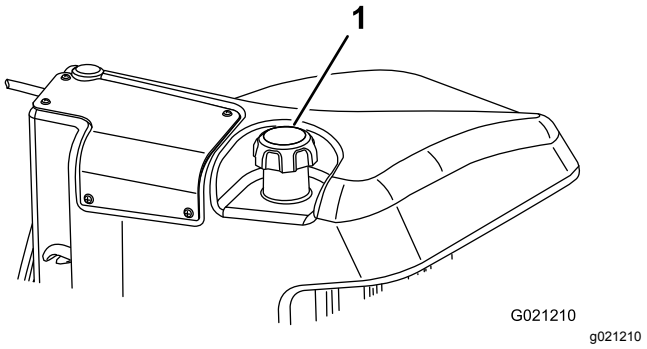

Figura 29
3. Retire a tampa do depósito de combustível (Figura 29).